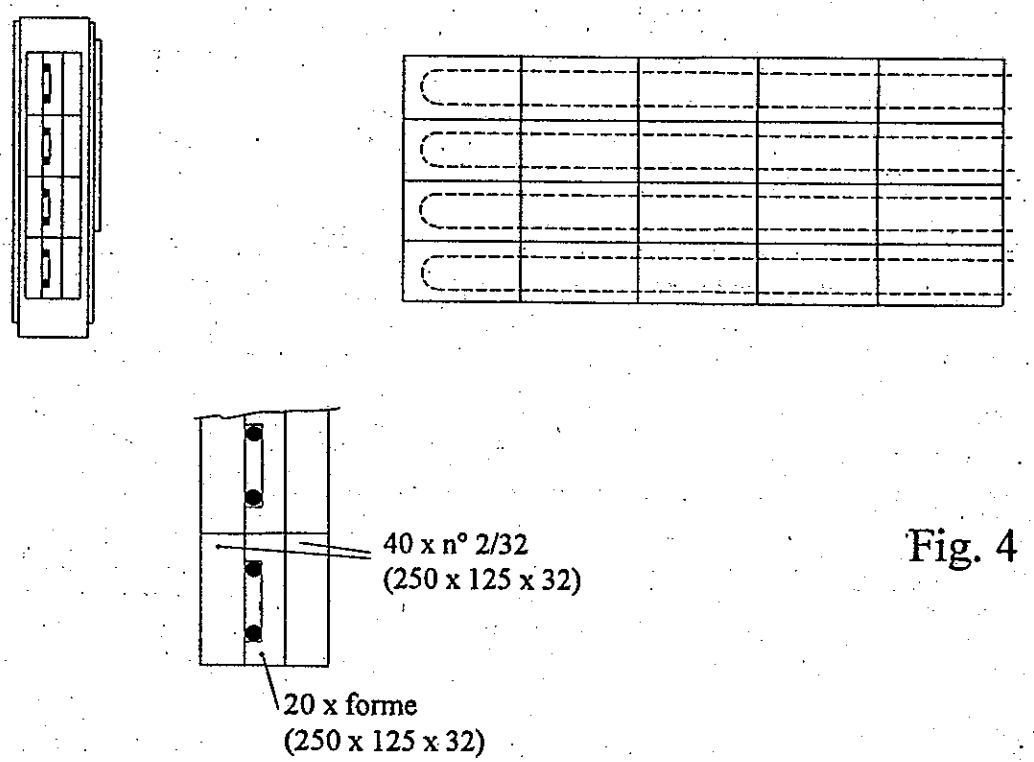

Fig. 4
- Monter les briques et supports des éléments chauffants suivant la fig. 4.
- Plaats de stenen en de steunstukken van de verwarmingselementen zoals aangegeven in Fig.4.